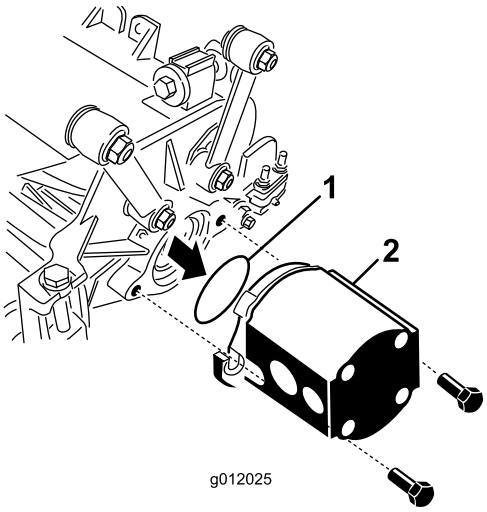

**Figur 24**
5. Isæt O-ringen (følger med klippeenheden) på drivmotorens flange (Figur 24).
6. Monter motoren på klippeenhedens drivende og spænd den fast med to maskinskruer, der er vedlagt klippeenheden (Figur 24).